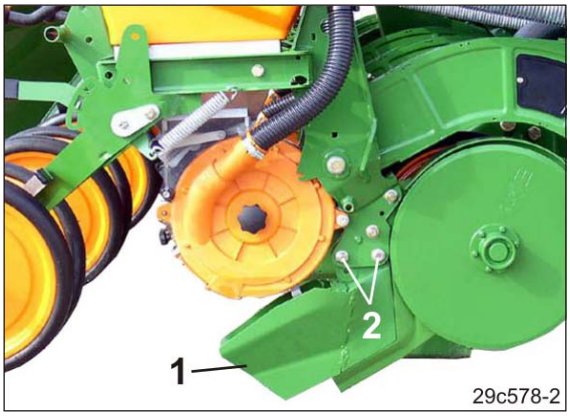

Fig. 229
3. Muttern (Fig. 229/2) lösen und Säschar (Fig. 229/1) nach unten schwenken.